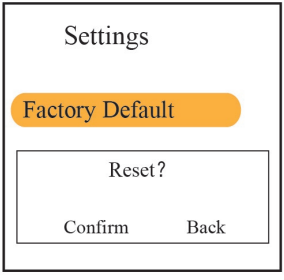

Figura 4.10J Impostazioni predefinite
- Versione: Per visualizzare il numero della versione del software, come mostrato nella figura 4.10J.